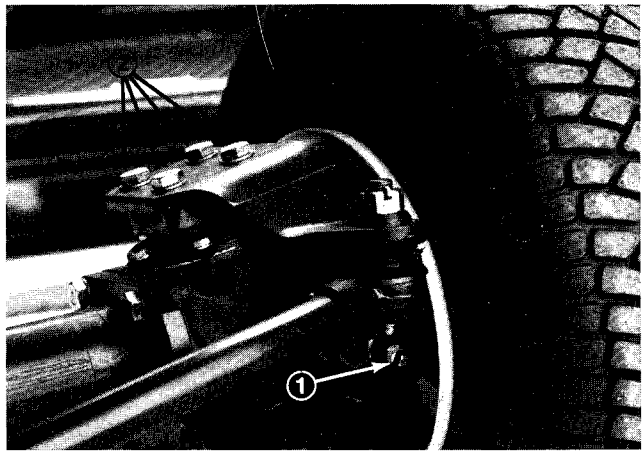

Figure 24
(Fig. 24 & 25) (Model 03504 only)
2. Remove a check plug from each end of axle and make sure lubricant is up to bottom of hole. If level is low, remove one of the mounting bolts above each end plug and add enough lubricant to bring the level up to the bottom of the hole (Fig. 24).